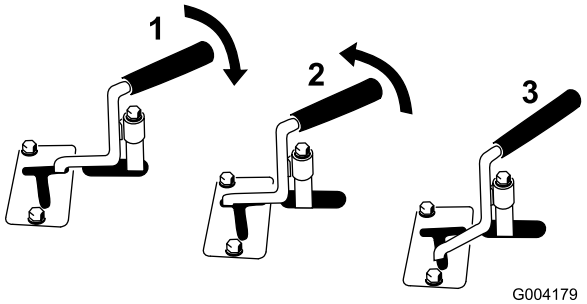

Rysunek 12
- Aby włączyć napęd osprzętu hydraulicznego w kierunku do przodu należy przekręcić dźwignię hydrauliki pomocniczej do tyłu i pociągnąć ją w dół do drążka wzorcowego (Rysunek 12, numer 1).
- Aby włączyć napęd osprzętu hydraulicznego w kierunku do tyłu należy przekręcić dźwignię hydrauliki pomocniczej do tyłu i pociągnąć ją w lewo do górnego wycięcia (Rysunek 12, numer 2).
Informacja: W razie zwolnienia dźwigni w pozycji DO PRZODU, automatycznie powróci ona do pozycji NEUTRALNEJ (Rysunek 12, numer 3). Dźwignia ustawiona w pozycji DO TYŁU pozostanie w tej pozycji do momentu przesunięcia jej z wycięcia.